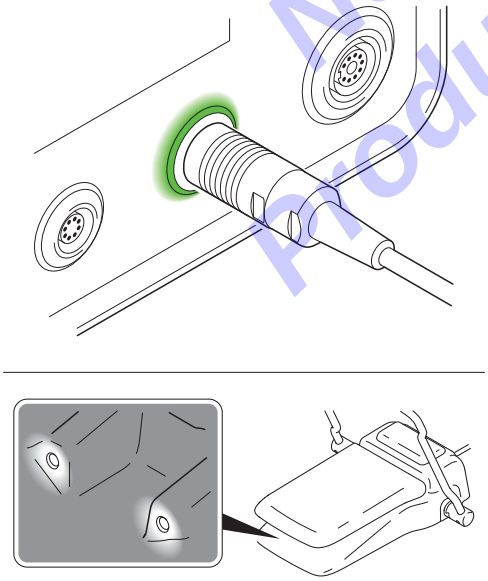

Figure 76 – Successful Wired Foot Pedal Connection
4. Observe the foot pedal port indicator is green and the foot pedal indicator lamps are illuminated (Figure 76). If a wireless foot pedal fails to connect, see *Section 6.1.5 To Pair a Wireless Foot Pedal.*